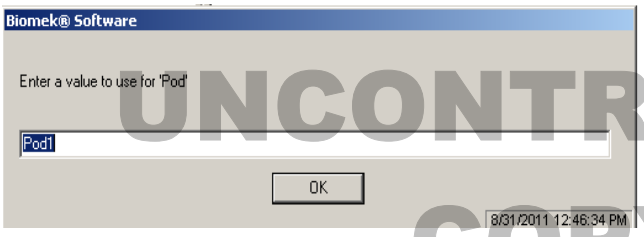

Figure 4. Selecting the Pod.
1.12 The next prompt to pop is shown in Figure 4. The default is Pod1, so just click OK.